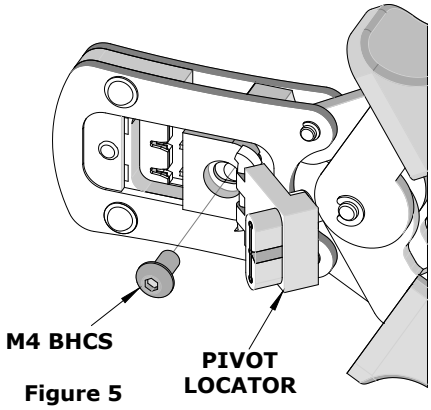

Figure 5
2. Remove the M4 BHCS. See Figure 5.
1. Place the locator on the hand tool. Install the M4 BHCS. See Figure 5.